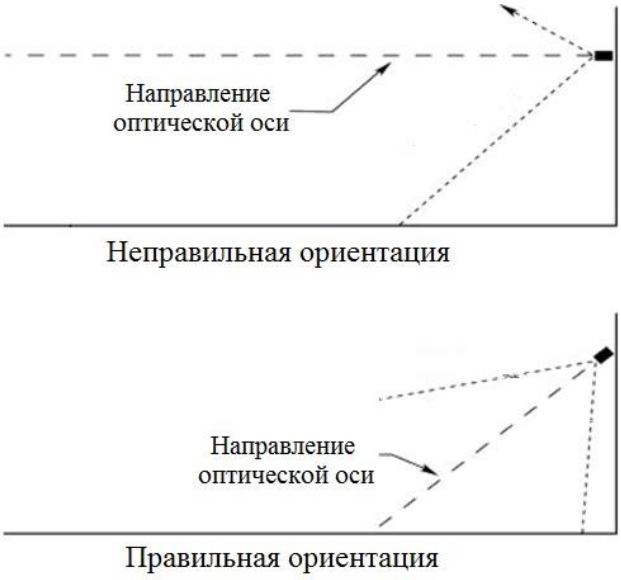

Рисунок 4 − Установка термокожуха с ИК-подсветкой по отношению к горизонту
- ИК-подсветку рекомендуется нацеливать на объект по нисходящей под углом к горизонту, по крайней мере, 10 - 20 градусов (см. рис. 4). Такая установка предотвращает скопление влаги на смотровых окнах.
- Открутить болт крепления крепежно-юстировочного устройства (5) и отсоединить от него термокожух, рис. 4;
- Определить место установки и закрепить крепежно-юстировочное устройство (6) к рабочей поверхности;
- Открутить фиксирующие винты и извлечь наполовину основание (заднюю крышку) с шиной из корпуса термокожуха, рис. 4;